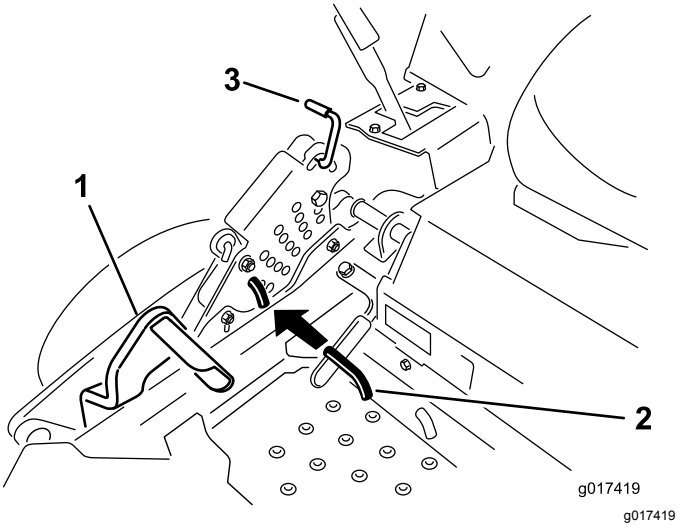

Bild 76
5. Treten Sie das Mähwerkhubpedal ganz durch, damit das Mähwerk in der 14-cm-Transportstellung einrastet (Bild 76).